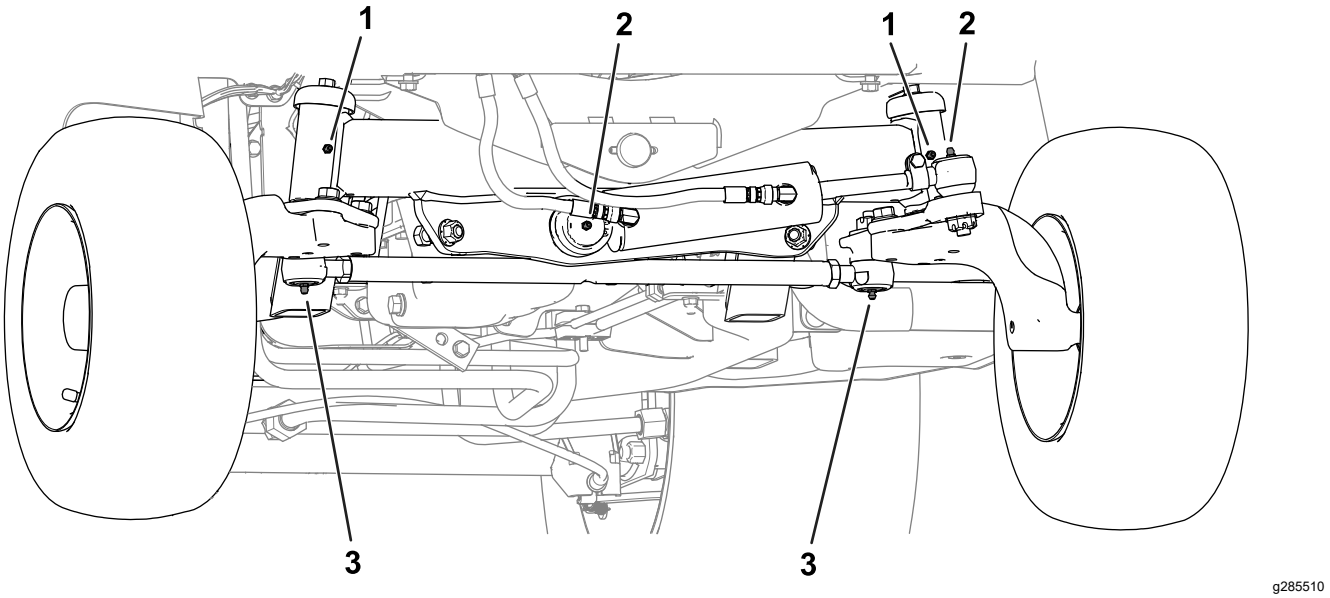

**Figura 51**
- **Parte posteriore della macchina** (Figura 51):
- Giunti sferici del cilindro idraulico (2)
- Mozzi dell'albero dell'assale (2)
- Estremità dei tiranti (2)